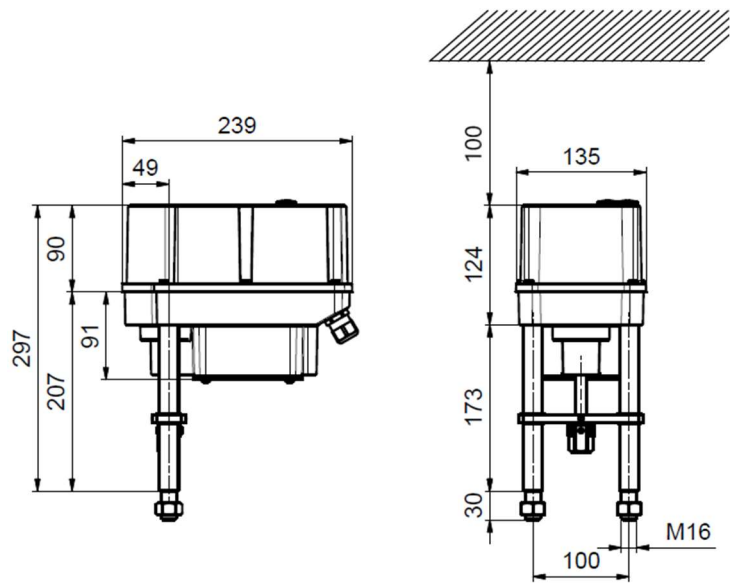

Abbildung 1: Freiraum zum Abnehmen der Haube
- Die Antriebe müssen mit ausreichendem Freiraum zum Abnehmen der Haube eingebaut werden (Abbildung 1).